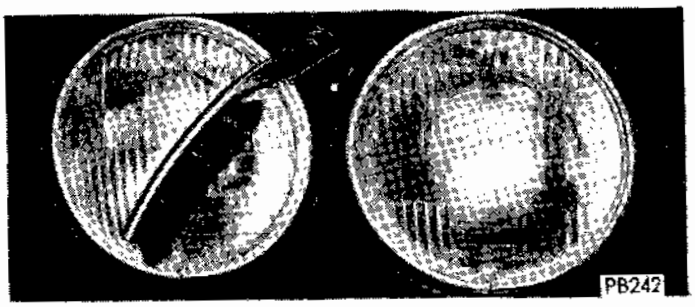

Fig. 2 - Headlamp Washers-Brush in Motion
(1) Disconnect battery ground cable.
(2) Disconnect motor leads including ground wire from harness.
(3) Rotate the hand wheel on the motor counterclockwise if doors are closed; or clockwise if doors are open; until headlamp doors are at the halfway open position (Fig. 2).
(1) Insert torsion bar in motor and position clips on bar. The torsion bar and the hole in the motor are rectangular and can be assembled only one way.
(2) Position motor on motor mounting bracket and install mounting screws. Verify that the motor is in the halfway open position (Fig. 2). Tighten attaching screws to 95 inch pounds, plus or minus 20 inch pounds.
(3) Position and fully seat torsion bar in slotted areas of cranks. Compress clips and position over cranks and torsion bar.
(4) Connect motor to harness and connect battery ground strap.
(5) Test operation of doors.